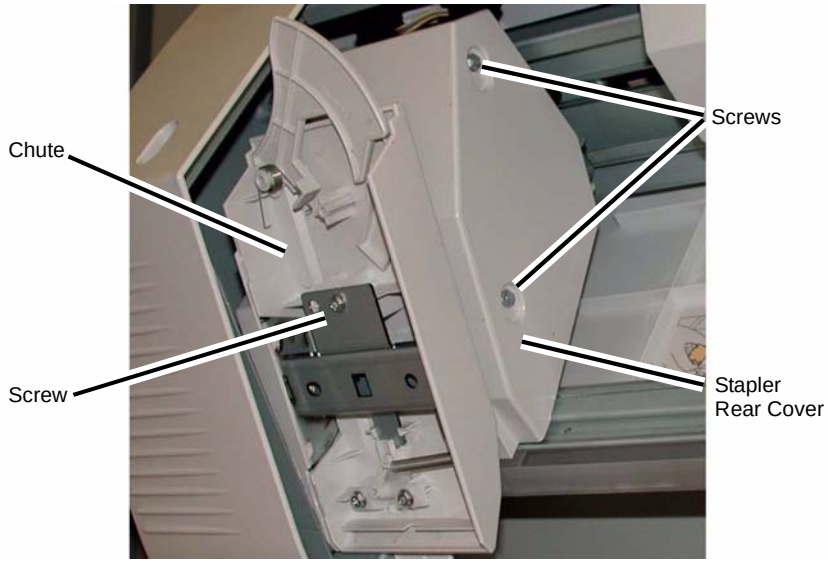

Figure 3 Removing the Chute and Stapler Rear Cover
6. Remove the Chute (Figure 3).
a. Remove the Screw (1).
7. Remove the Stapler Rear Cover (Figure 3).
a. Remove the Screws (2).